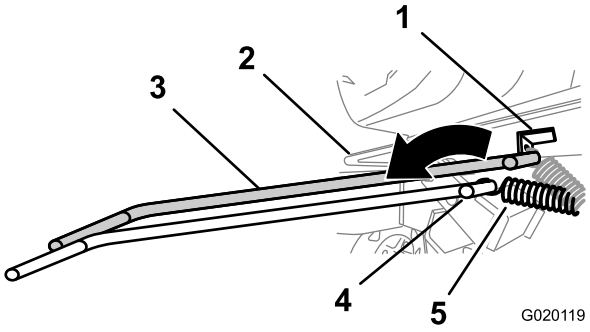

Figura 60
6. Usando una herramienta para la retirada de muelles (Pieza Toro 92-5771), retire el muelle del anclaje de la chapa del motor (Figura 60).
7. Usando una herramienta para la retirada de muelles (Pieza Toro 92-5771), instale el muelle tensor en el anclaje de la chapa del motor (Figura 60).